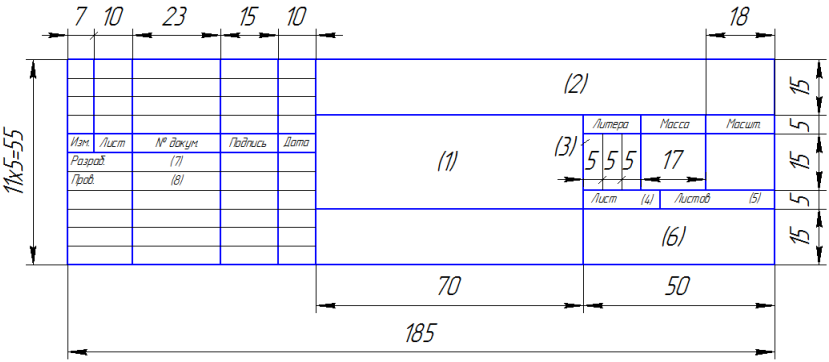
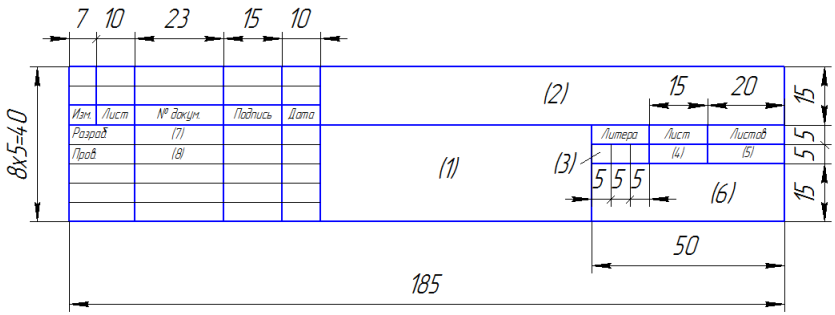

Рис. 1.1
Рис. 1.2
- задание №10 - форма 1 (рис. 1.1);
- задание №11 – форма 1 для листа Схема электрическая принципиальная (рис. 1.1), форма 2 для листа Перечень элементов (рис. 1.2).
Рекомендуемое заполнение граф основной надписи, представленной на рис. 1.1 следующее:
Заполнение граф основной надписи формы 2 (рис. 1.2) аналогично заполнению граф основной надписи формы 1 (рис. 1.1).